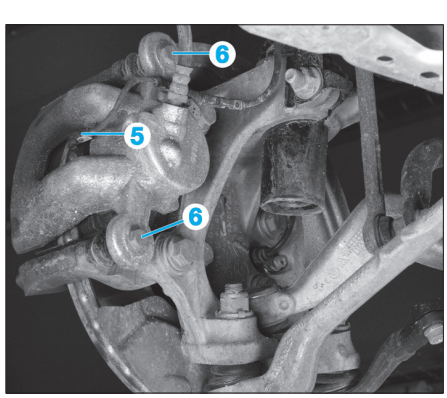

Fig. 6
• Côté gauche, déposer le capteur d'usure (5) des plaquettes de frein **(Fig.6)**.
• Déposer les vis de guidage (6) et dégager l'étrier de frein.